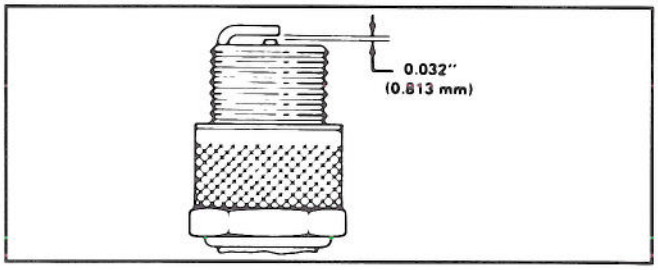

Abbildung 18
3. Den Luftspalt auf 0,8 mm einstellen (Abb. 18). Die auf den korrekten Abstand eingestellte Zündkerze mit einer Dichtungsscheibe versehen und auf 20 Nm anziehen.